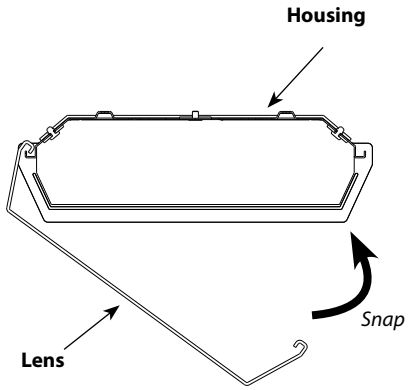

Fig.2
2. Hook replacement **Lens** to one side of **Housing** and *Snap* **Lens** into place as shown in Fig. 2.